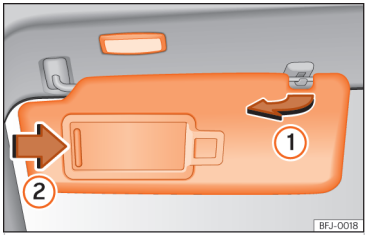

**Fig. 112** Sun visor
- The sun visor can be pulled out of its mounting and turned towards the door ››› Fig. 112 ①.